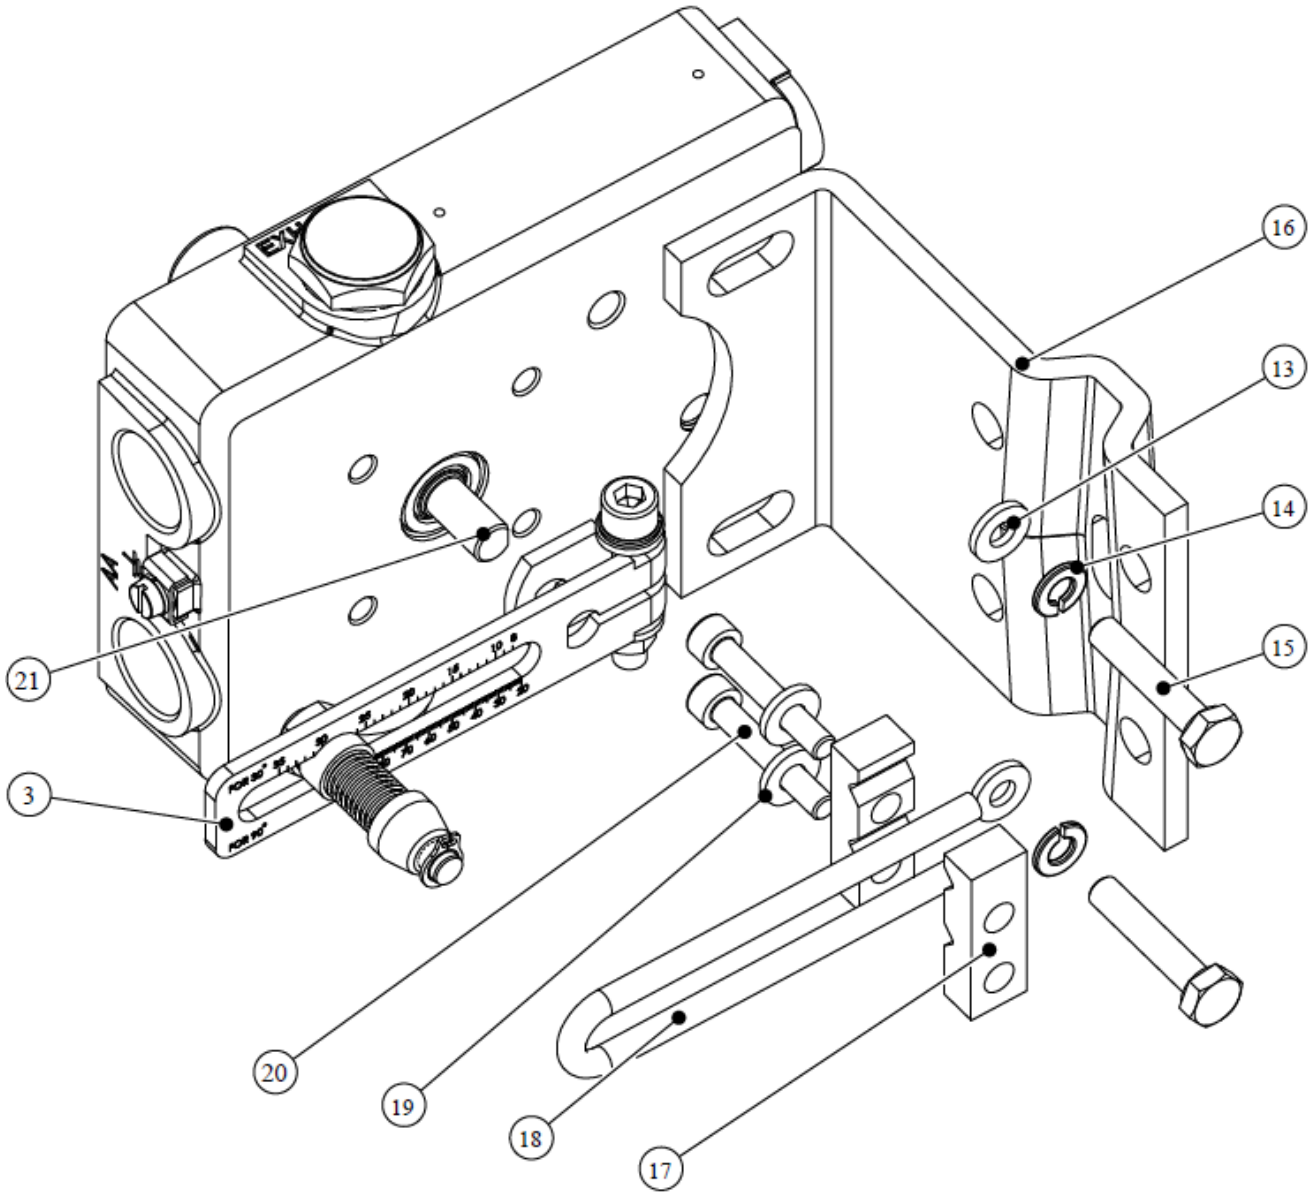

Figure 2: Attaching the linear scale and the mounting bracket
4. Attach the mounting bracket to the Positioner as shown in the figure 2; also attach the linear scale to the shaft of the Positioner.